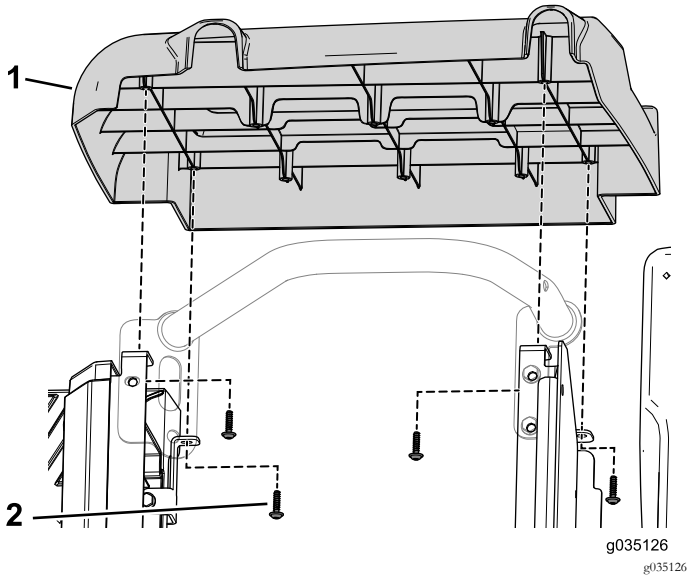

Figura 88
10. Utilizzate le 4 viti autofilettanti per fissare la copertura laterale destra al gruppo del sedile (Figura 88).